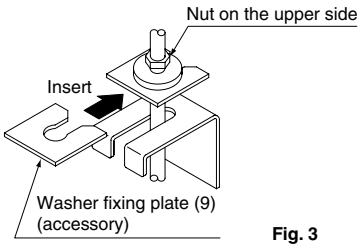

Fig. 3
(1) Temporally install the indoor unit.
- Connect the hanging brackets to the hanging bolts. Be sure to use and tighten the nut and washer (11) for each hanging bracket from both upper and lower sides of the hanging bracket. **(Refer to Fig. 3)** At that time, the fall of the washer (11) for the hanging bracket can be prevented if the washing fixing plate (9) is used.